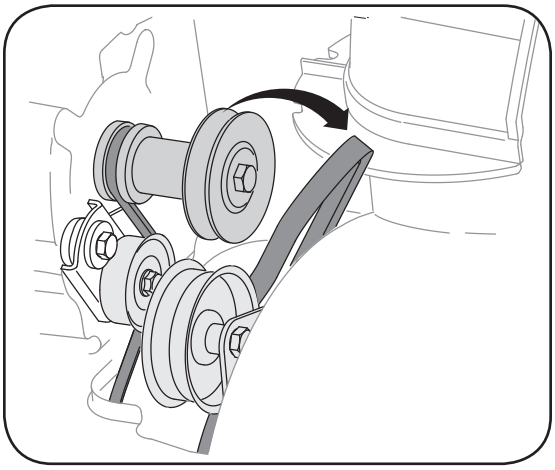

Figure 6-6
3. Dégagez la courroie de la tarière de la poulie motrice. Voir la Figure 6-6.